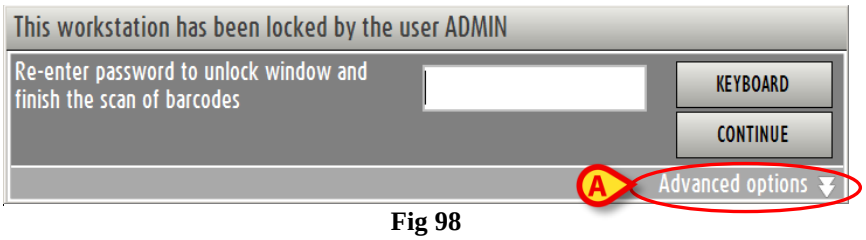

Fig 98
- click the option “Advanced options” on the window that requests password (Fig 98 **A**).